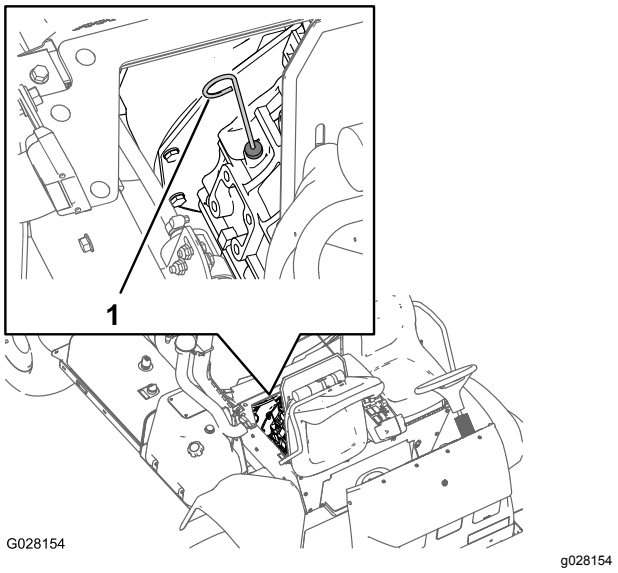

Figur 69
2. Fjern målepinden, der er placeret under passagersædet, og aftør den med en ren klud (Figur 69).
6. Fjern målepinden, og kontroller oliestanden (Figur 69).
7. Hæld langsomt den angivne olie på for at bringe oliestanden op til mærket FULL (Fuld) på målepinden (Figur 69).